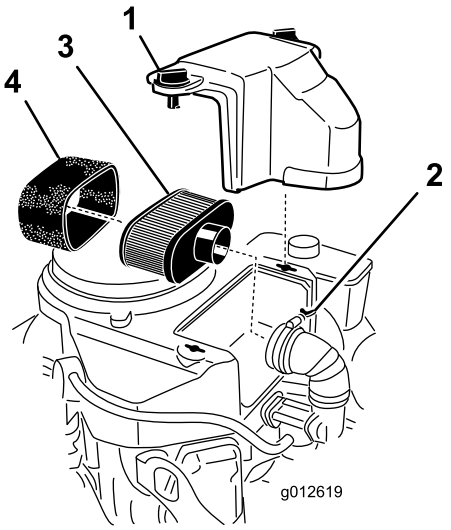

Figura 42
3. Pulite intorno al filtro dell'aria per evitare che la morchia possa penetrare nel motore provocando gravi danni (Figura 42).
4. Svitate le manopole del coperchio e rimuovete il coperchio del filtro dell'aria (Figura 42).
5. Allentate la fascetta stringitubo e rimuovete il gruppo filtro dell'aria (Figura 42).
6. Tirate via con cautela l'elemento in schiuma sintetica dall'elemento di carta (Figura 42).
1. Pulite l'elemento di carta picchiettandolo delicatamente per rimuovere la polvere. Se è molto sporco, sostituite l'elemento di carta con un elemento nuovo (Figura 42).
1. Infilate con cautela l'elemento in schiuma sintetica sull'elemento di carta (Figura 42).
2. Collocate il gruppo filtro dell'aria sull'apposita base o flessibile e fissatelo (Figura 42).
3. Posizionate la copertura del filtro dell'aria e serrate la manopola di copertura (Figura 42).